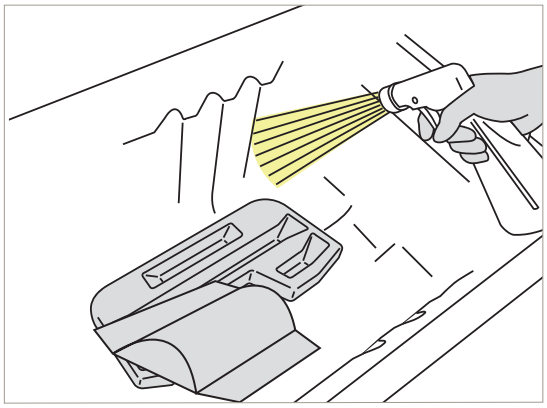

Afbeelding 64
20. Sproei desinfectiemiddel op alle interne oppervlakken van de Classic Line 2 badkuip en op de accessoires op de bodem van de Classic Line 2 badkuip. Keer de accessoires om en besproei de andere kant. Let op onderdelen, knoppen en sensoren die aan het oppervlak van het bad zijn bevestigd, zoals de afvoerregelaar en de handgrepen. Zie Afbeelding 64.